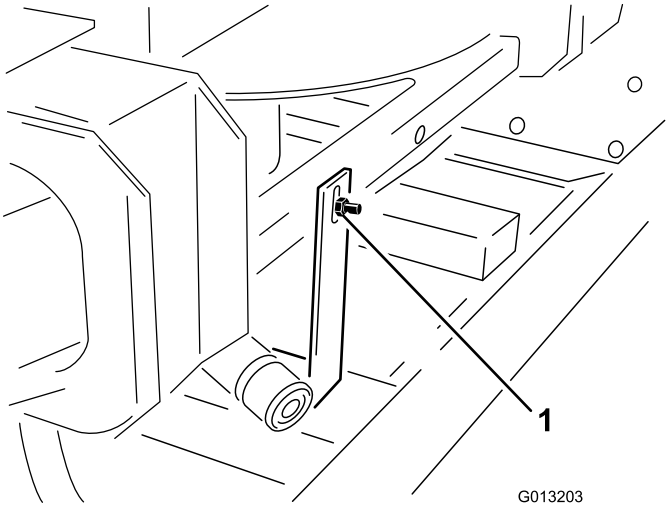

Figuur 3
2. Verwijder achteraan de dubbele spinner de bout en moer van 1/4 x 3/4 inch waarmee de transportbeugel van het hefwerktuig van de ProPass aan de dubbele spinner zit (Figuur 3).